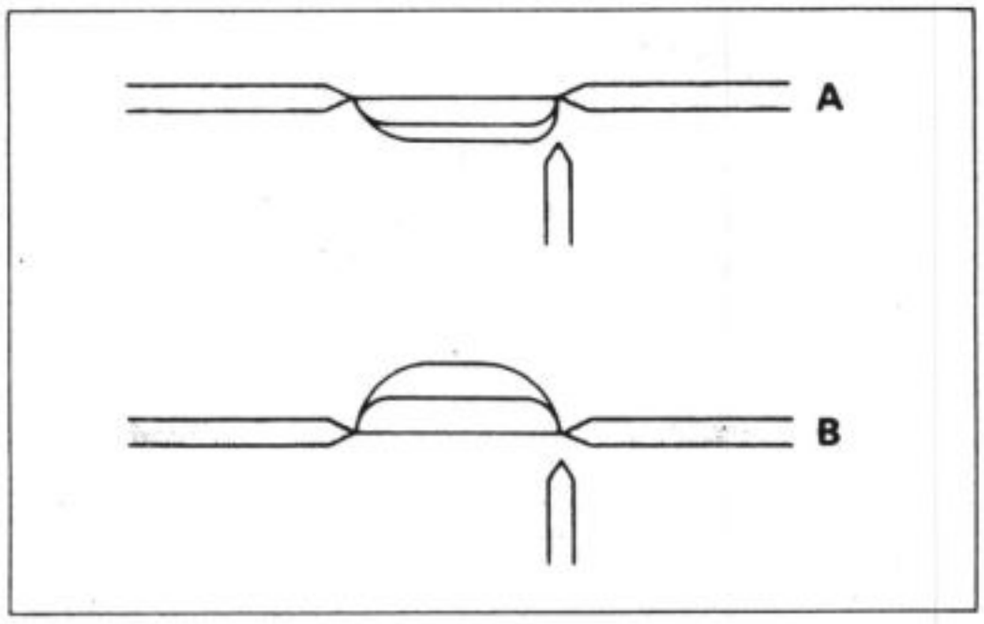

Fig. 5-8
5. If the spark appears in the form B in Fig. 5-8, connect the high-tension cord to the tester in the reverse direction and measure the jumping distance with the spark in the form A.